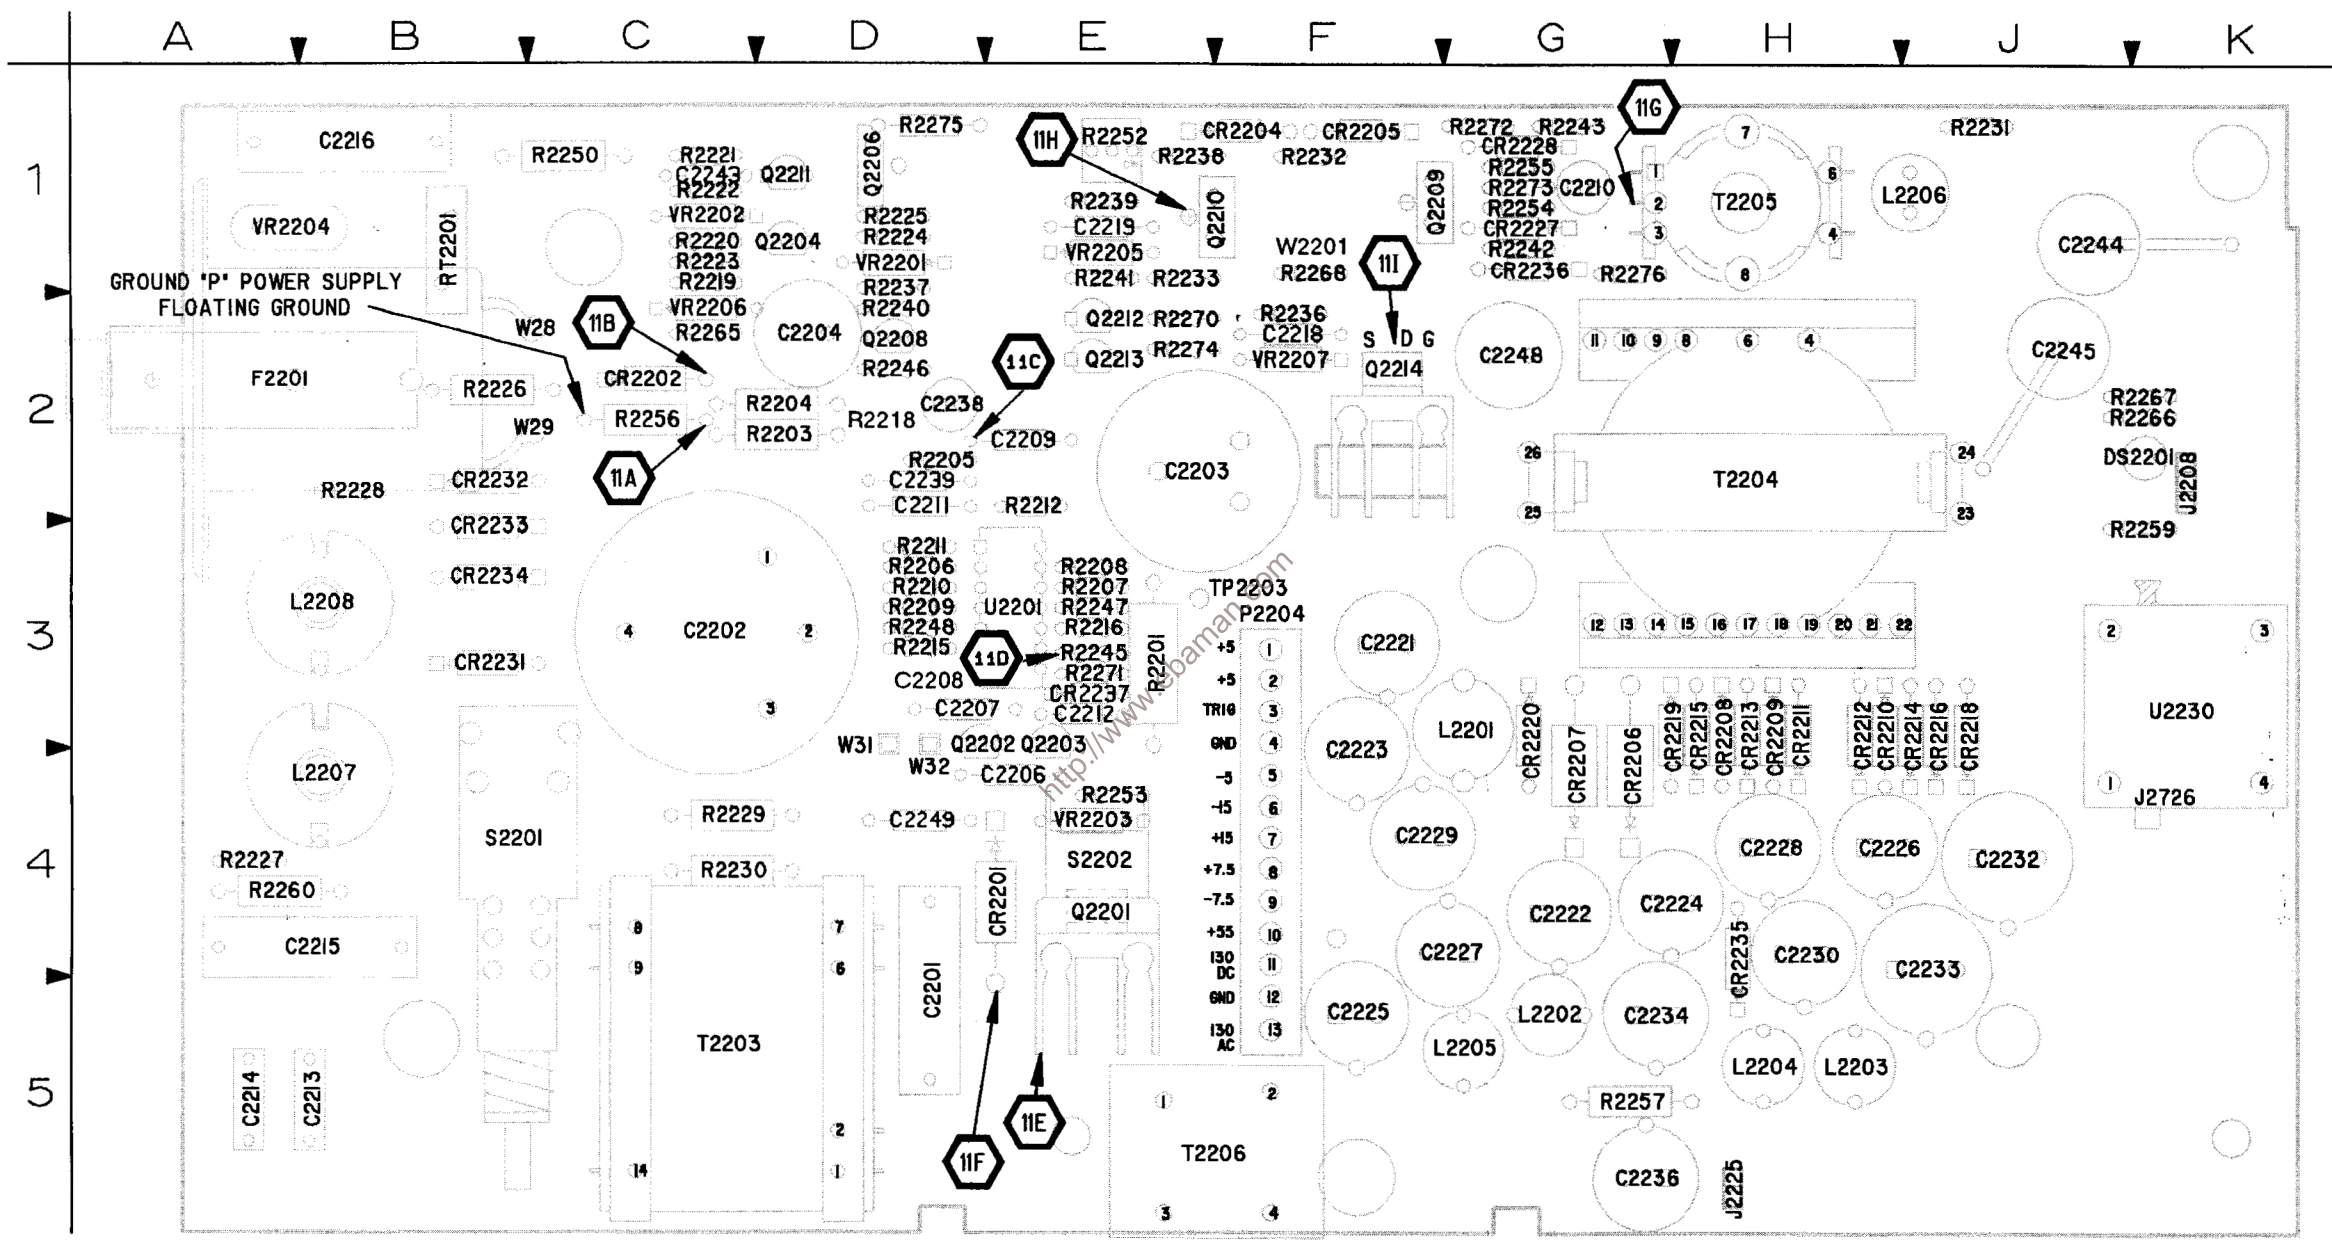

Figure 9-11. A18—Power Supply board.
3. For all waveforms, except those obtained from the Low-Voltage Power Supply, connect the test oscilloscope probe ground wire to the chassis. When obtaining waveforms from the power supply, first connect the power cord of the 2245A under test through an isolation transformer, then connect probe ground wire to ground "P" (rear side of R2256). See Figure 9-11 to locate ground "P".
Dc voltages shown on the schematic diagrams are typical of a normally operating instrument. Voltages are referenced to chassis ground, except in the isolated portion of the Low-Voltage Power Supply where they are referenced to ground "P" (at R2256 as shown in Figure 9-11). Make sure that the DMM leads are floating (isolated from chassis ground) when measuring voltages in this section.